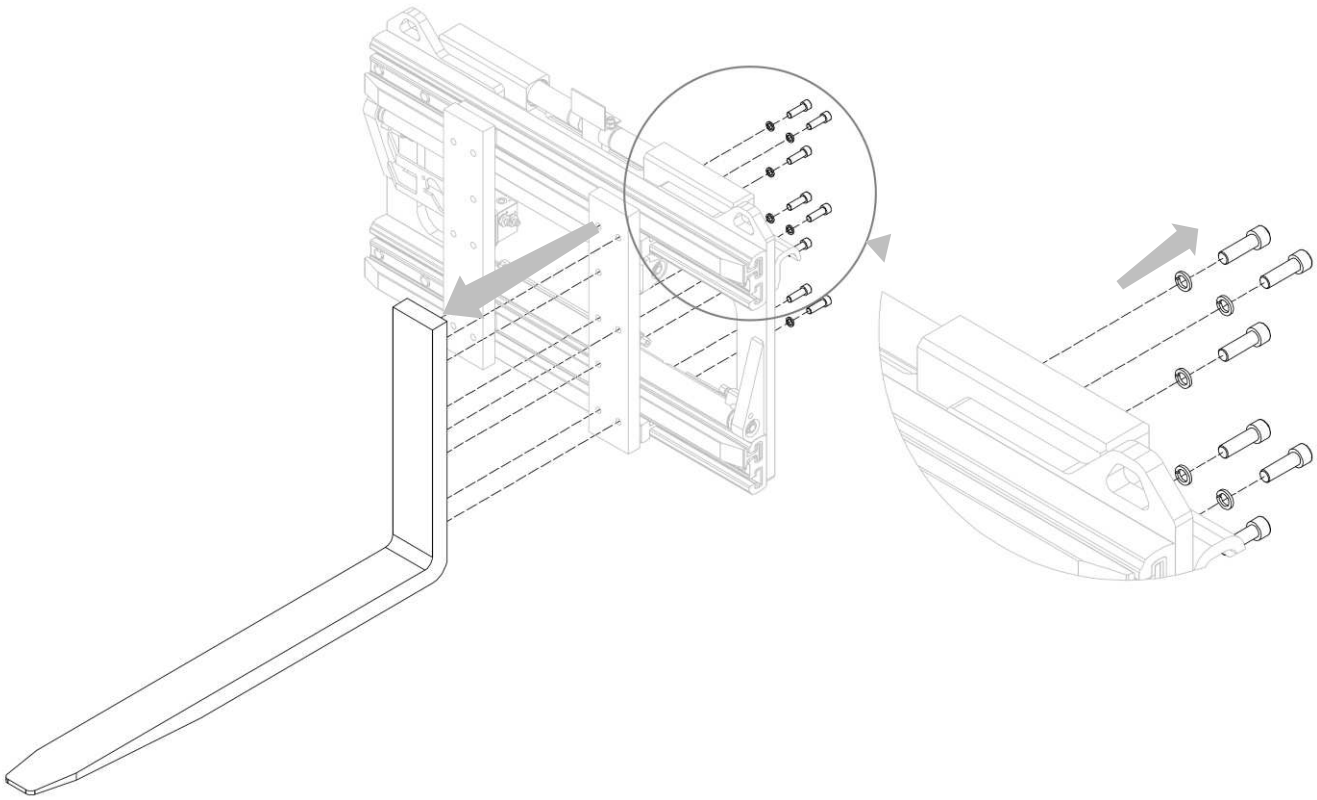

Figura 20
2. Retirar las horquillas después de haber desatornillado los corrispondientes tornillos que la sustienen (mira *Figura 20*).